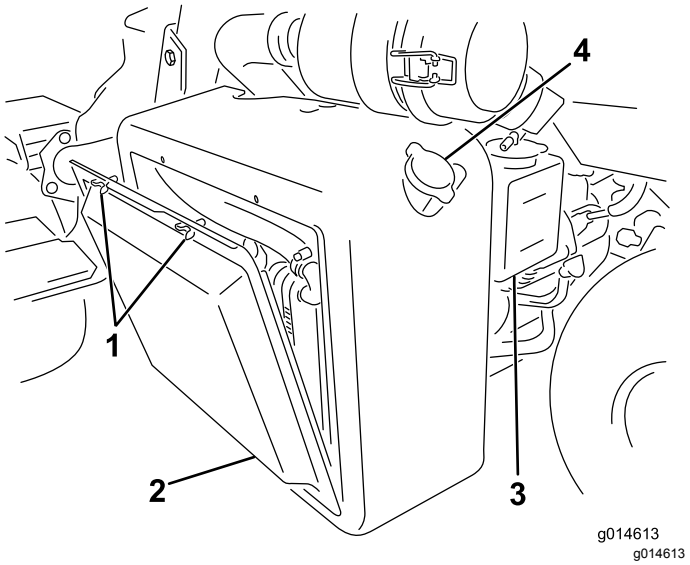

Figur 49
1. Ta av radiatorskjermen (Figur 49).